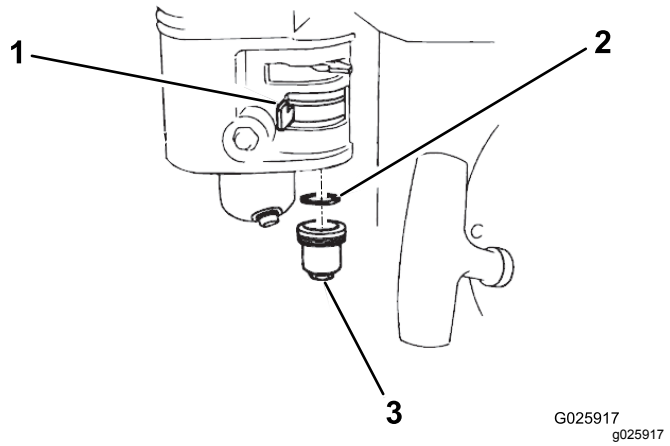

Figur 33
2. Flytta bränslekranen till det AVSTÄNGDA läget (Figur 33).
3. Avlägsna bränslesedimentskålen och o-ringen (Figur 33).
6. Placera o-ringen i bränslekranen och montera sedimentskålen (Figur 33). Dra åt sedimentskålen ordentligt.